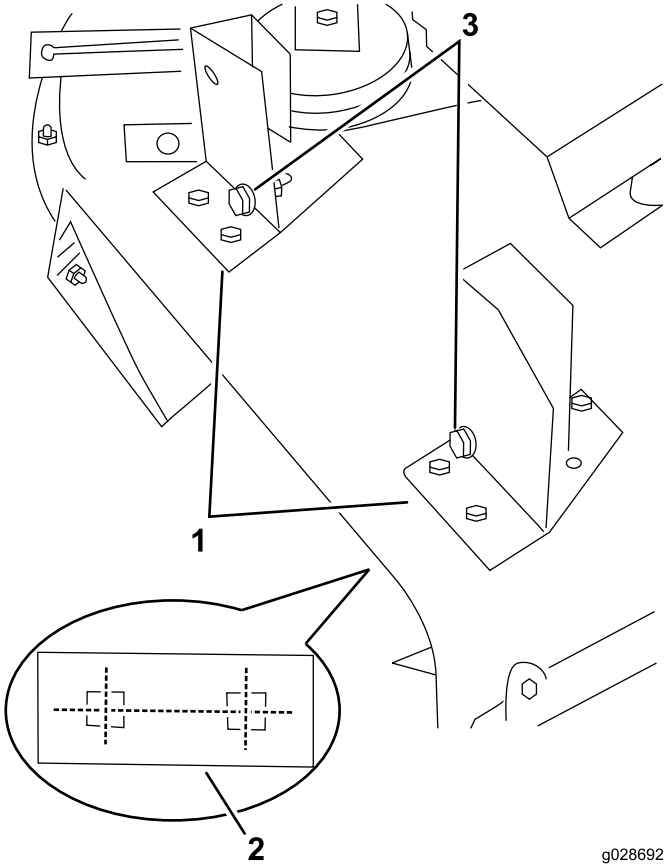

図 11
1. ブロアと取り付けブラケットをデッキの上に置き、デフレクタを取り付けていた穴に合わせる 図 11。
2. ブロアと刈り込みデッキとの間にすきまを作らないように注意しながら、各ブラケットをデッキに取り付けるブラケットプレート 図 11、キャリッジボルト 5/16–18 x 3/4 インチ 2本、ロックナット2個を使用する。
9. ブロアを取り付けブラケットの整列ボルト 図 11 入れてベルトをブロアの周囲に掛けまわす。